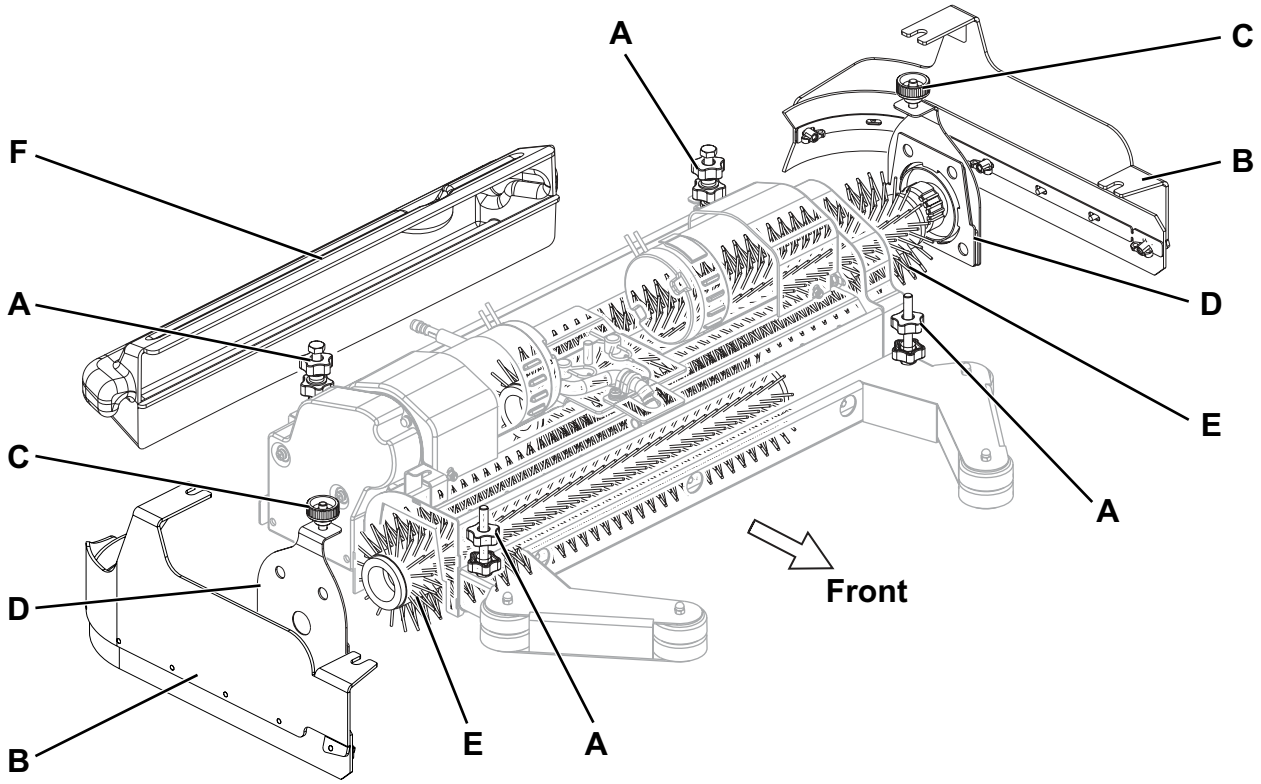

Afbeelding 2
2. Breng het schrobdek omhoog door op de One-Touch knop (67) te drukken.
3. Zet de contactsleutel (58) in de stand ‘0’ en verwijder de sleutel.
4. Draai aan beide zijden van de machine de knoppen (A, Afb. 2) los en verwijder de zijflapeenheden (B).
5. Draai de knoppen (C) los en verwijder de klepjes (D) door de knoppen omlaag te drukken.
6. Monteer de rolborstels (E) of verwijder de borstels om nieuwe borstels te monteren.